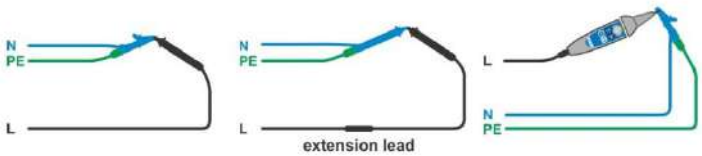

Figure 7.31: Shorted test leads
- Connect test cable to the instrument and short all test leads together, see ***Figure 7.31***.